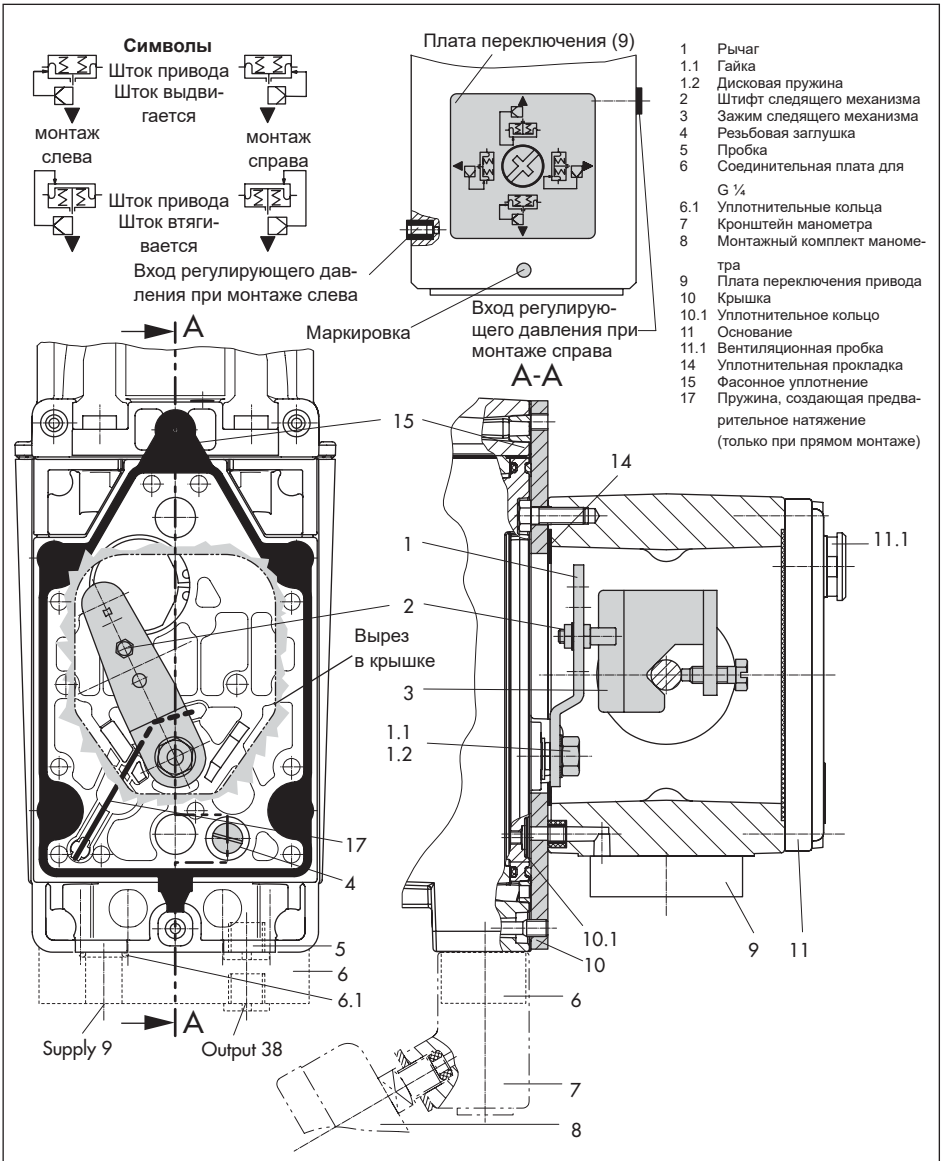

Рис. 5: *Прямой монтаж для привода Тип 3277-5 с площадью 120 см²*
1. Определите графический символ в соответствии с требуемым положением безопасности и монтажными условиями согласно разделу "Символы" Рис. 5:
2. Совместите плату переключения (9) с соответствующим графическим символом на маркировке и установите ее на раму привода.
3. При необходимости установите кронштейн манометра (7) с манометрами или при необходимой соединительной резьбе G ¼ установите соединительную плату (6), соблюдая правильное положение обоих уплотнительных колец (6.1).
4. Извлеките заглушку (4) с обратной стороны позиционера и закройте выход регулирующего давления "Output 38" на позиционере (или на держателе манометра (7),, или на соединительной плате (6)) с пробкой (5) из набора комплектующих деталей.
5. Установите зажим следящего механизма (3) на шток привода, выровняйте и зафиксируйте таким образом, чтобы крепёжный болт находился в пазе штока привода.
6. Зафиксируйте крышку (10) таким образом, чтобы узкая сторона выреза (Рис. 5 слева) была направлена к штуцеру управляющего сигнала, а наклеенная уплотнительная прокладка (14) указывала в сторону рамы привода.
7. **Ход 15 мм:** на рычаге M (1) с обратной стороны позиционера штифт